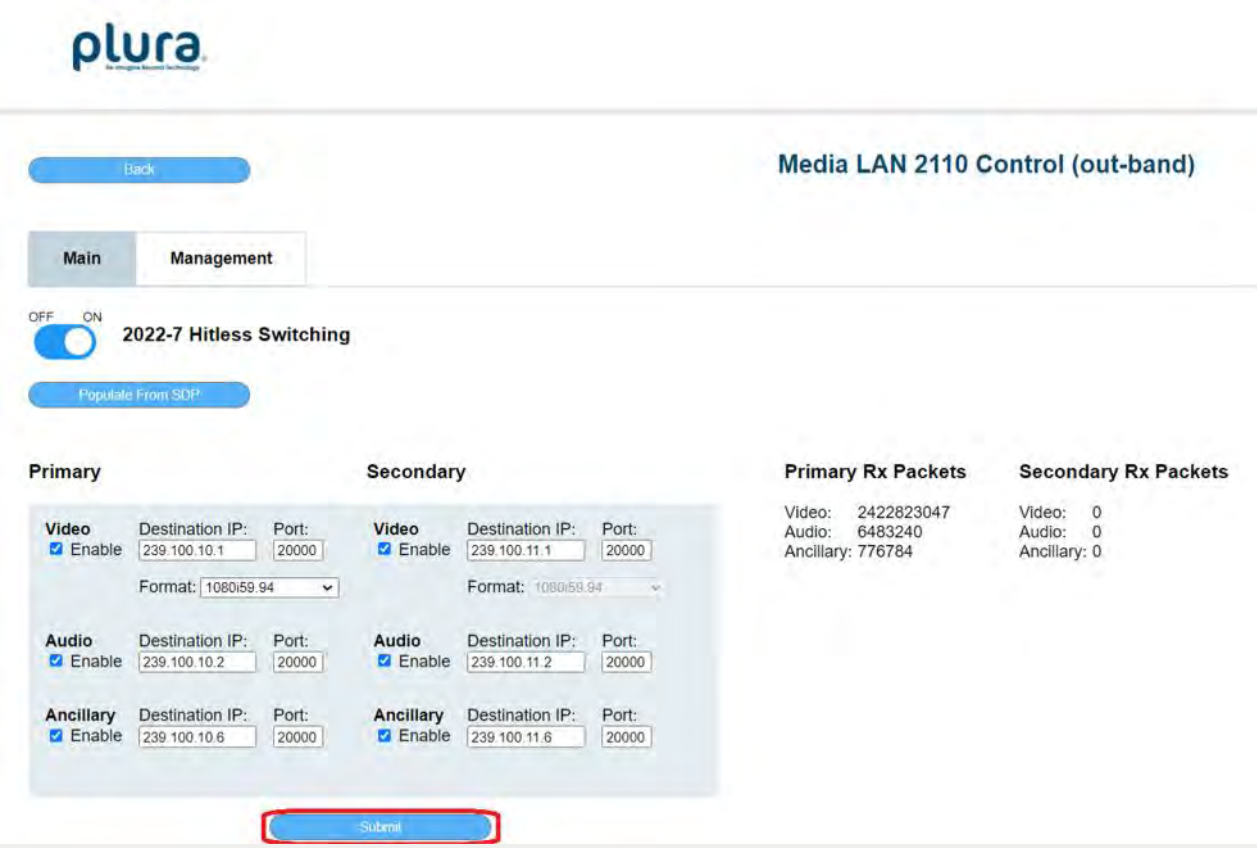

Figure 28. Submit the New Flow Configuration Values
- You may review and/or edit the values then hit submit to apply the new values (figure 28).